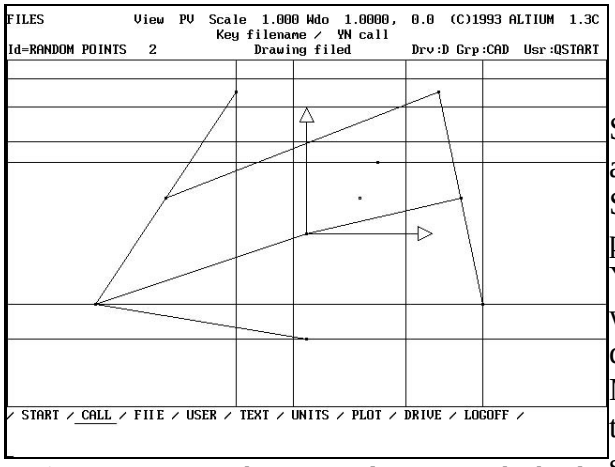

Figure 14 Storing the current drawing on the hard disk.
Save this drawing by using your pop-up menu and SELECTING function key FILES (FL). SELECT the submenu item FILE. The program prompt area now asks you to Key filename / YN same name. Notice that the drawing name we originally used RANDOM POINTS,2 is displayed in the lower left corner of the screen. MICRO CADAM is asking us to either accept this name for the file or change the name to something else. For now, we will accept this as the name of our drawing by pressing the YN button. After storing the drawing on our hard disk the information line below the program prompt area tells us the drawing has been filed (figure 14).